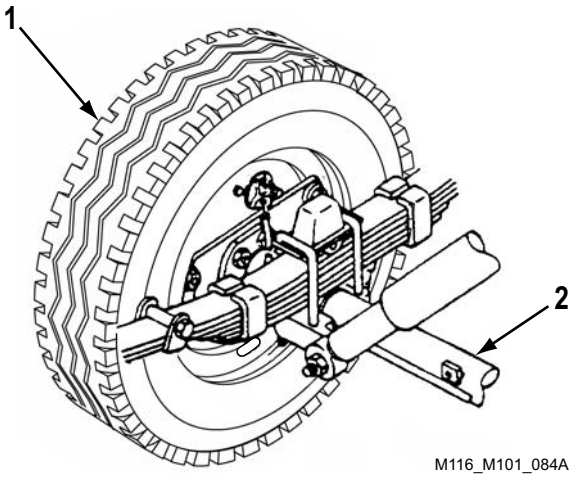

Figure 1. Raising Wheel Assembly.
1. Apply handbrake (WP 0005). Chock wheel assembly (Figure 1, Item 1) on opposite side of service brake being adjusted.
2. Raise axle (Figure 1, Item 2) on side being adjusted until wheel assembly (Figure 1, Item 1) is off the ground.